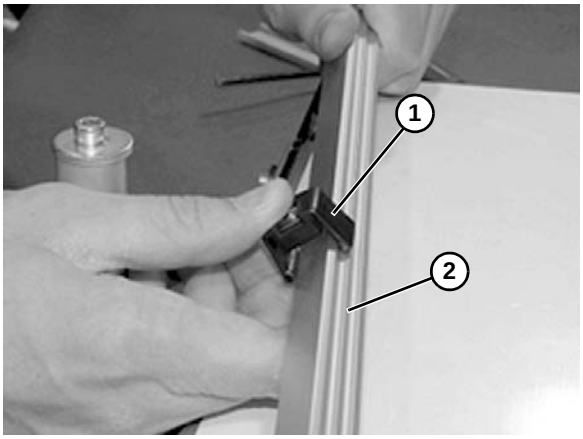

Figure 39
4. Encliqueter l'attache **(Figure 39, élément 1)** dans le rail de guidage **(Figure 39, élément 2)**.